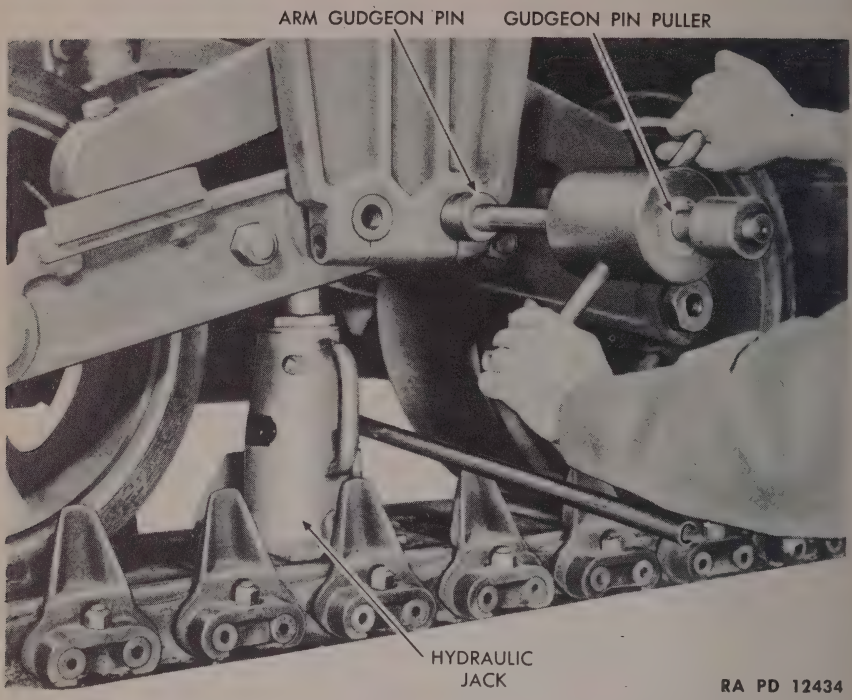

Figure 98—Pulling Arm Gudgeon Preparatory to Removing Volute Springs
(2) Remove the cotter pin from the nut on the inner end of the bogie wheel gudgeon (extractor) and remove the gudgeon nut (2 3/8-in. gudgeon wrench).
(3) Screw the slide hammer gudgeon puller into the threaded hole in the outer end of the gudgeon and pull the wheel gudgeon pin (fig. 98). Lift out the wheel from between the arms.
(4) Remove spacers and inspect grease seals and inner and outer bearings. Replace if worn or damaged.
(4) REMOVAL OF GUDGEONS (fig. 98).